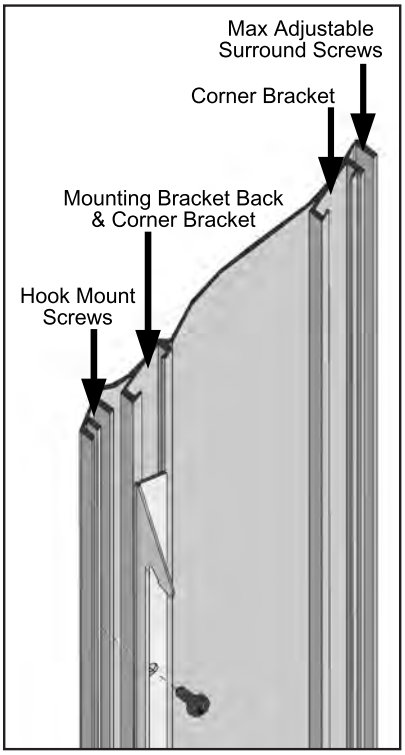
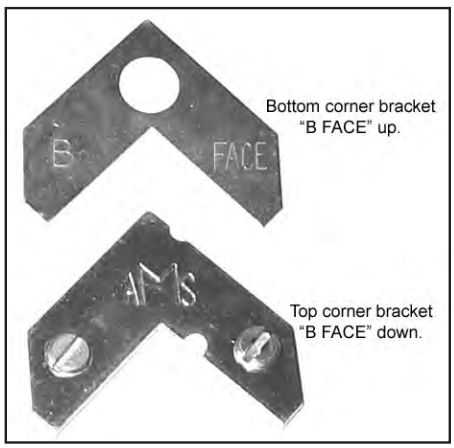

Figure 58: Screw Hook Bracket to the Trim.
Figure 60: Two pieces of corner bracket.
1. Line up the two (2) screw holes in the left hook bracket with the second slot in on the back of the left trim side (refer to Figure 58). Center the bracket between the top and bottom of the trim (approximately ⅛" (2.5mm) from either end) and fasten the bracket in place using two (2) #8 screws.
4. Attach the left side trim to the top trim using two (2) corner brackets (see Figure 58 & 59) to secure pieces together. There are two (2) main pieces to each corner bracket (see Figure 60). When installing the corner pieces into the trim the "B FACE" sides must face each other and the screw heads are to face out. With the bracket in place and the top and a side trim snug together use a flat head screwdriver to turn the two (2) screws in each corner bracket to tighten them into the side trim first, then the top trim.
6. For 4-Sided Trim Only: Slide two (2) corner brackets into place at either end of the bottom trim and attach the bottom trim to the left and right trim using the same method used in Step 4, except tightening the side trim first, then the bottom trim.
8. Only if installing Adjustable Surround with maximum dimensions from Table 1; fasten the two (2) adjustable surround corners to the outside rim of the Trim (pointed out in Figure 58) with four (4) T-20 screws for each surround corner.